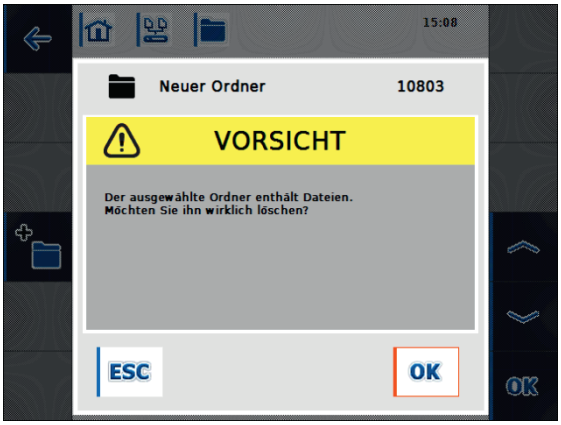

Abbildung 7-8: Aufforderung zur Bestätigung des Löschvorgangs
4. Möchten Sie den Ordner löschen wird zunächst ein Bestätigungsfenster angezeigt. (siehe Abbildung 7-8)